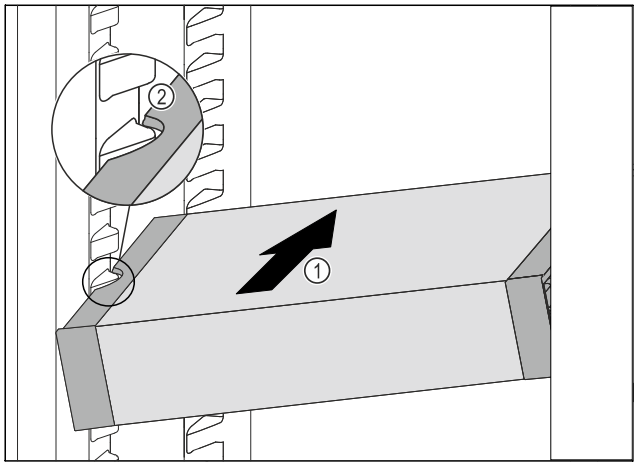

Fig. 84
▶ Împingeți VarioSafe oblic în frigider *Fig. 84 (1)*, până când degajările laterale *Fig. 84 (2)* ale VarioSafese află la înălțimea nervurii recipientului din frigider.